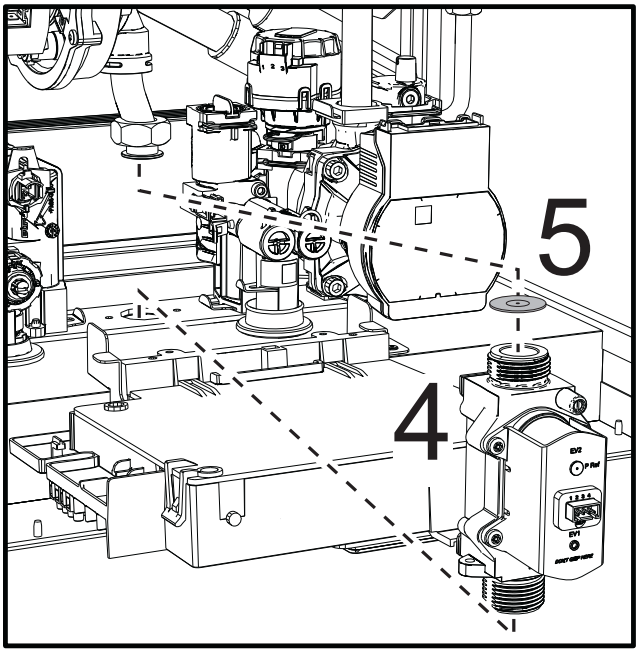

рис. 45
- Извлеките газовый клапан **4** и газовую диафрагму **5** (рис. 45).